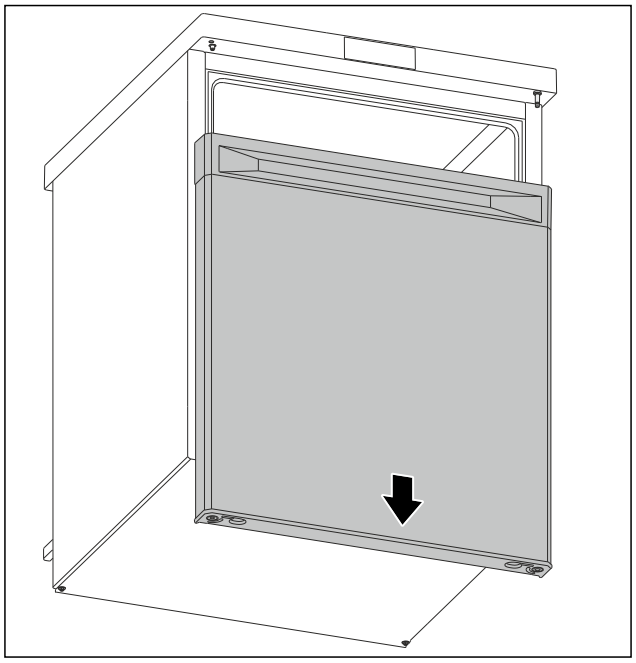

Fig. 8
▶ Tag døren af nedefter. (se Fig. 8)